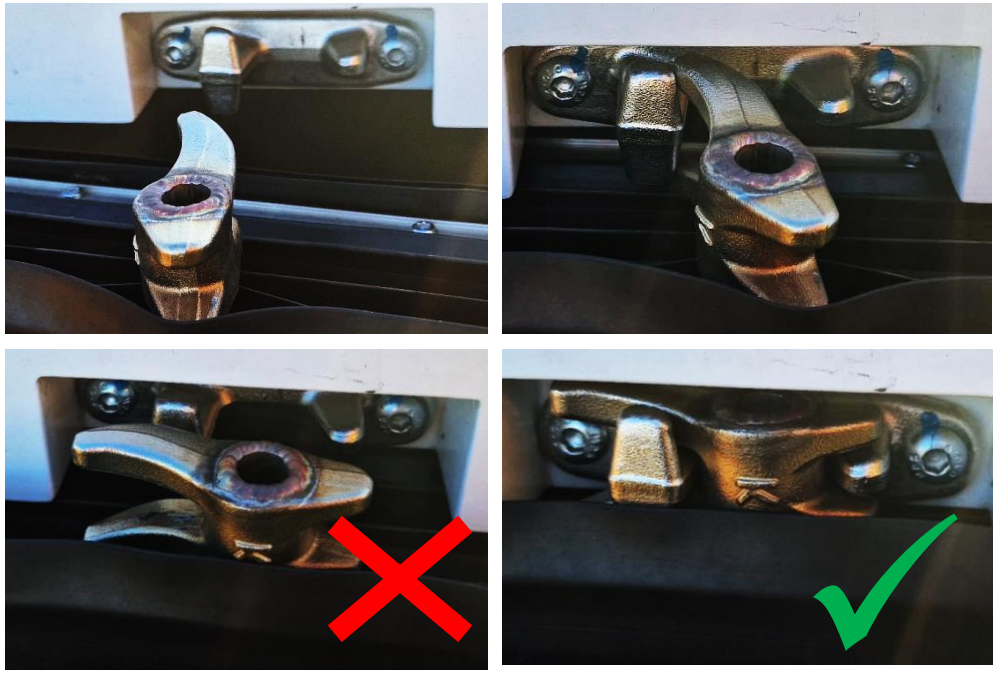

Figure 21 - Procedure to secure the door and the keeper.
2. **When the door seal touch the structure, make sure the cam hooks the keeper** (Error! Reference source not found. and **Figure 21**);